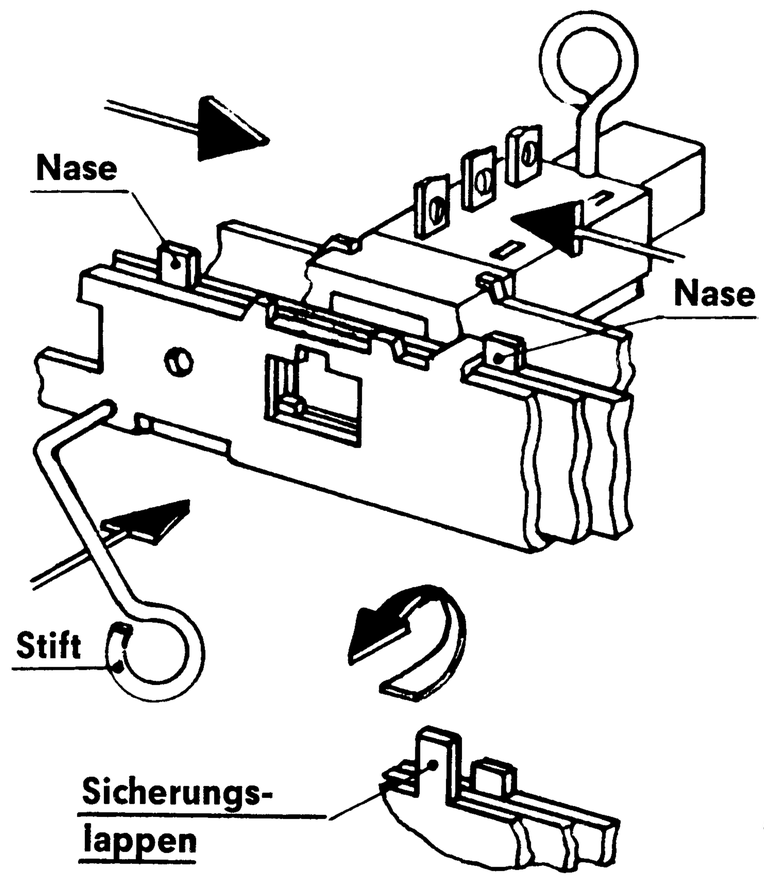

Abb. 2
1) Sicherungslappen an Gerätewanne (Abb. 2) in senkrechter Stellung biegen.